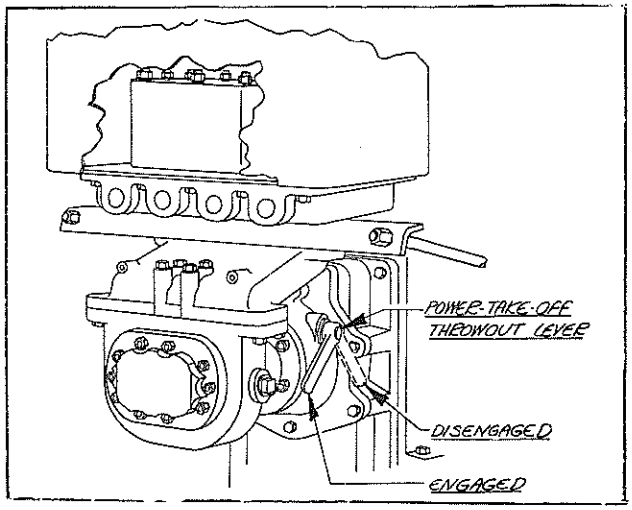

FIG. 10
2. If machine is equipped with a pump throwout, USE IT. Never let the pump run for long periods when the tractor is used for other purposes. See Fig. 10.